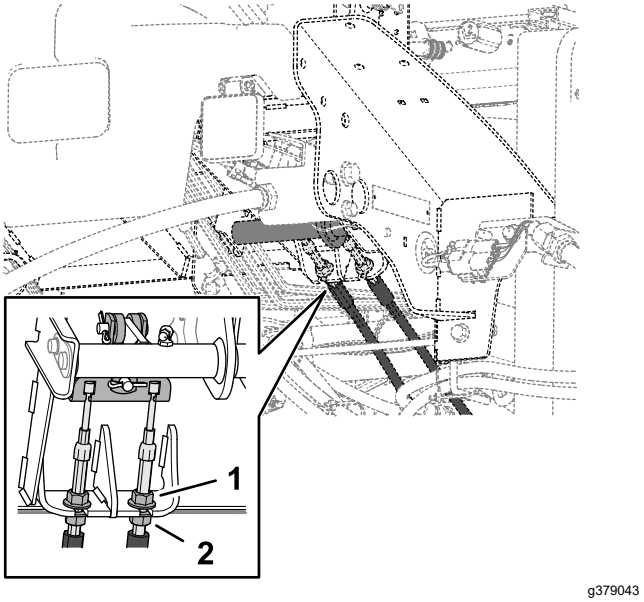

Figur 113
5. For at reducere bremsepedalens frie vandring skal du løsne de forreste kontramøtrikker på gevindenden af hvert bremsekabel (Figur 113).